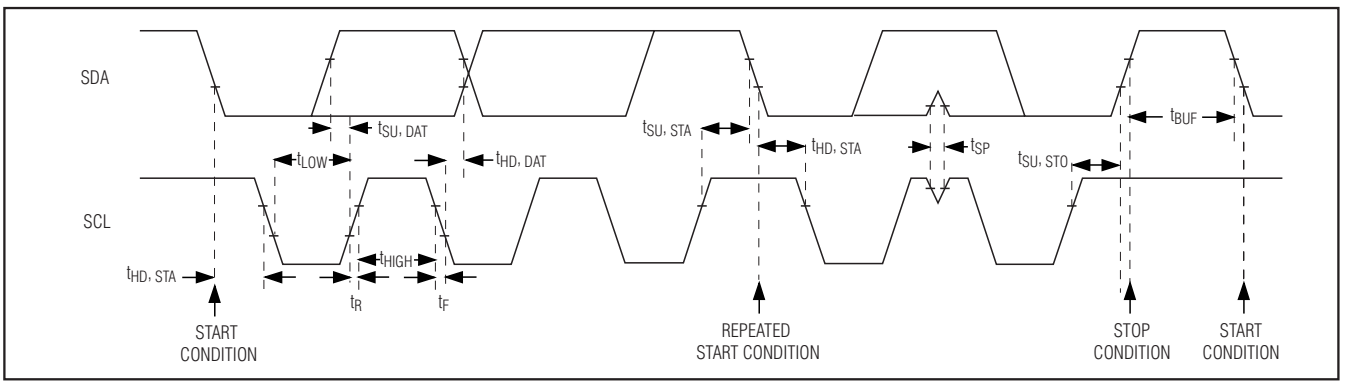

*Figure 10. I²C Serial Interface Timing Diagram*
The MAX9526 features an I²C/SMBus™-compatible, 2-wire serial interface consisting of a serial-data line (SDA) and a serial-clock line (SCL). SDA and SCL facilitate communication between the MAX9526 and the master at clock rates up to 400kHz. Figure 10 shows the 2-wire interface timing diagram. The master generates SCL and initiates data transfer on the bus. The master device writes data to the MAX9526 by transmitting the proper slave address followed by the register address and then the data word. Each transmit sequence is framed by a START (S) or REPEATED START (Sr) condition and a STOP (P) condition. Each word transmitted to the MAX9526 is 8 bits long and is followed by an acknowledge clock pulse. A master reading data from the MAX9526 transmits the proper slave address followed by a series of nine SCL pulses. The MAX9526 transmits data on SDA in sync with the master-generated SCL pulses. The master acknowledges receipt of each byte of data. Each read sequence is framed by a START or REPEATED START condition, a not acknowledge, and a STOP condition. SDA operates as both an input and an open-drain output. A pullup resistor, typically greater than 500Ω, is required on SDA. SCL operates only as an input. A pullup resistor, typically greater than 500Ω, is required on SCL if there are multiple masters on the bus, or if the single master has an open-drain SCL output. Series resistors in line with SDA and SCL are optional. Series resistors protect the digital inputs of the MAX9526 from high-voltage spikes on the bus lines, as well as minimize crosstalk and undershoot of the bus signals.